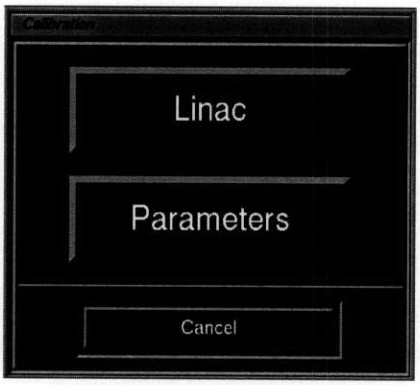

**Figure 3-17 Calibration Options**
2. Click the **PHYSICS** button. The Calibration Options Menu opens (*Figure 3-17 Calibration Options, page 24*).